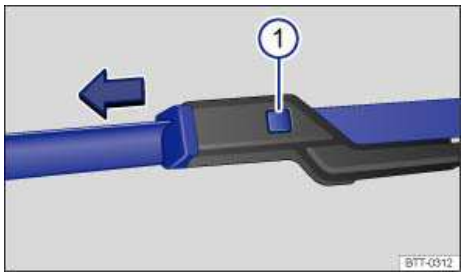

**Fig. 170** Changing the windshield wiper blades.
- Press and hold the release button ⇒ fig. 170 (1).